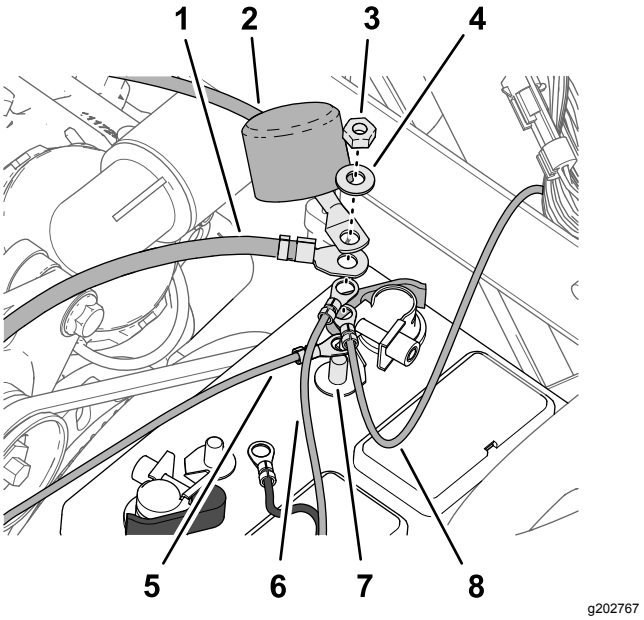

Figuur 211
2. Koppel de volgende draad- en kabelklemmen aan op de pool met schroefdraad van de plusklem van de accu (Figuur 211). Hou de volgende volgorde aan:
4. Lijn het isolatorkapje van de pluskabel van de accu naar de startinrichting uit over de pool met schroefdraad (Figuur 211).